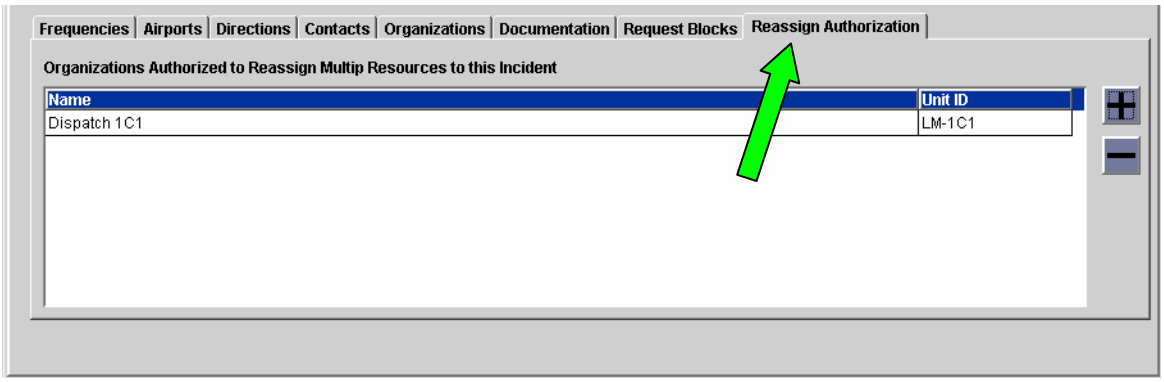

Figure 1. Granting reassign authority on Incident screen.
- A 'Reassign Authorization' tab has been added to the Incident screen (Figure 1). Granting reassign authority is the first step in Quick Fill Reassigning resources when the source and destination incidents are ***managed by different dispatch centers***. Dispatch Managers may grant / revoke reassign authority on their local incident to any other dispatch center(s) except status-only, external or removed offices.